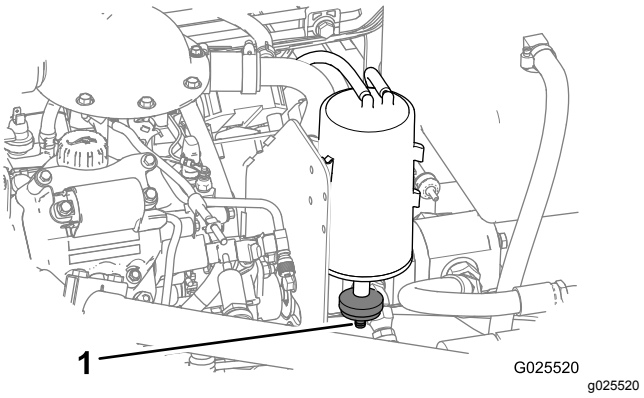

Figur 47
1. Finn luftfilteret på undersiden av karbonsylinderen (Figur 47).